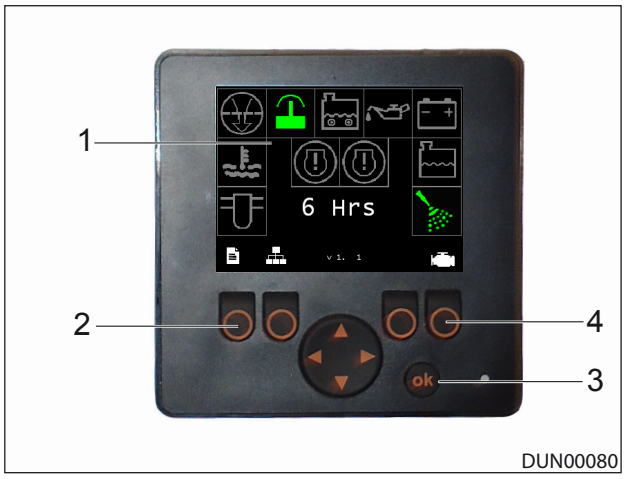

Figure 7.7 - Control Panel Display
5. To view engine information, press the button under the engine symbol (Item 4), Reference: Figure 7.7.
6. To return to the main menu home screen any time press the button under the exit symbol (Item 2), Reference: Figure 7.7.